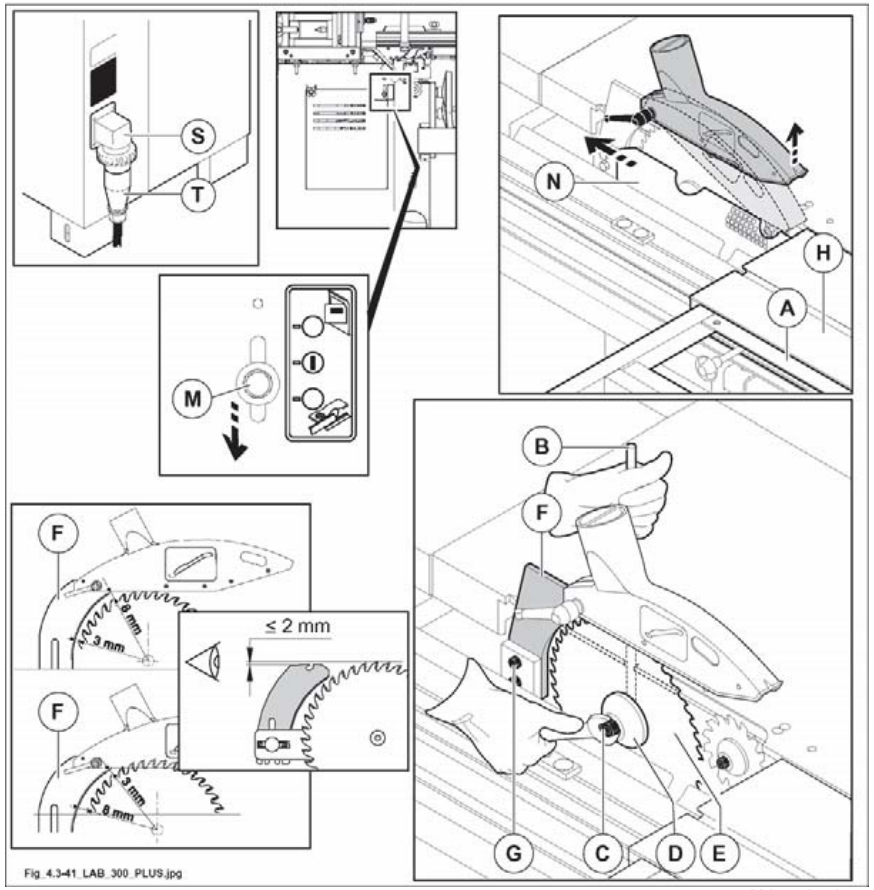

Abb. 4.3-41
2) Positionieren Sie den Winkelrahmen (A Abb.4.3-41) wie in der Abbildung gezeigt wird und schieben Sie den Waggonschlitten (H Abb.4.3-41) ganz nach rechts.
3) Senken Sie der Hebel (M Abb.4.3-41) an und öffnen Sie die Schutzvorrichtung (N Abb.4.3-41).
4) Den Bolzen (B Abb.4.3-41) in das Loch auf der Riemenscheibe der Sägenwelle einsetzen.
das Anlassen des Sägemotors wird durch einen Endschalter verhindert wenn Schutzdeckel (N Abb. 4.3-41) offen ist.
die Feststellmutter (C Abb. 4.3-41) des Sägeblattes hat ein linksgängiges Gewinde und ist zum Herausschrauben nach rechts zu drehen.
5) Die Feststellmutter (C Abb. 4.3-41) mit dem 24-mm-Inbusschlüssel lösen und den Flansch (D Abb. 4.3-41) entfernen.
6) Montieren Sie hintereinander folgende Teile: Säge (E Abb. 4.3-41), Flansch (D Abb. 4.3-41) Mutter (C Abb. 4.3-41) (zur Vermeidung von Vibrationen sind die Flansche vor Montage des Sägeblattes gründlich zu säubern).
7) Die Mutter mit dem 24-mm-Schlüssel unter Verwendung des Zapfens (B Abb. 4.3-41) anziehen.
8) Die Höheneinstellung des Zerteilermessers (F Abb. 4.3-41) durch lockern der Mutterschraube (G Abb. 4.3-41) einstellen.
aus Sicherheitsgründen Schutzdeckel (N Abb. 4.3-41) schliessen, andernfalls: